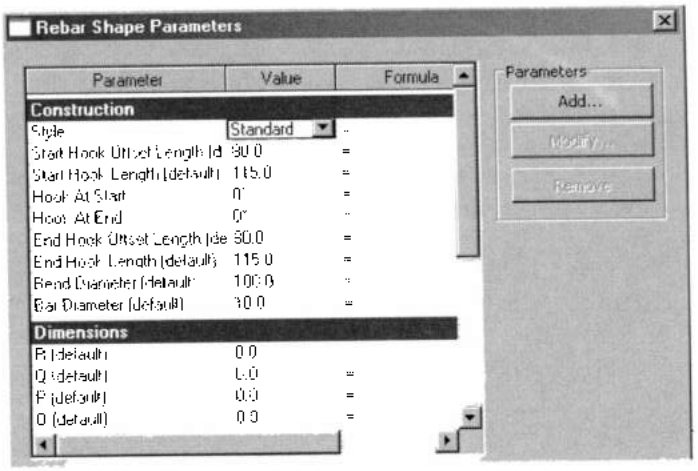

Рис. 43.21. *Настройка параметров арматурного профиля*
- **Rebar Shape Properties** (Свойства арматурных профилей) – установка в одноименном боксе (рис. 43.21) значений параметров, определяющих 2М-формы арматурного профиля. Эти значения становятся значениями по умолчанию в типоразмерах арматурных профилей.